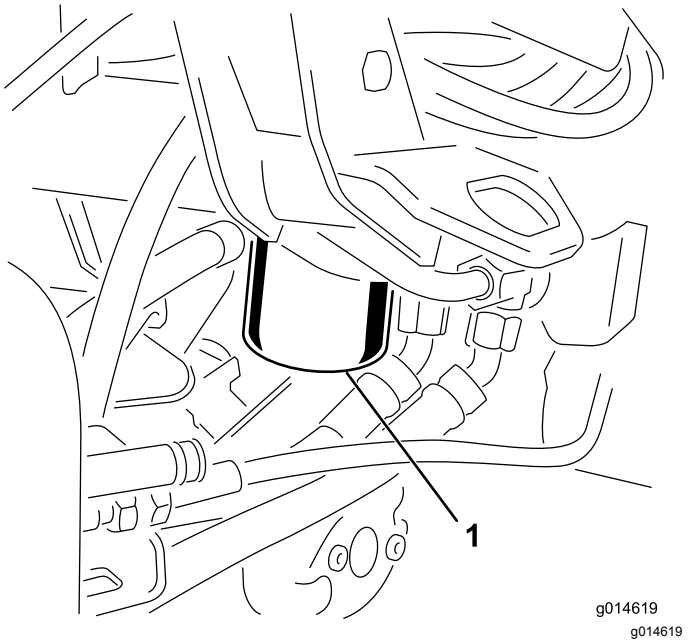

Figur 54
1. Rengör runt området där filtret monteras (Figur 54). Ställ ett avtappningskärl under filtret och ta bort filtret.